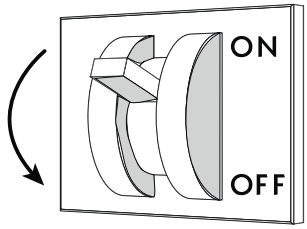

Abb. 53
- Trennen Sie das Kühlmöbel mit Hilfe des Wandschalters vom Stromnetz ("Abb. 53").